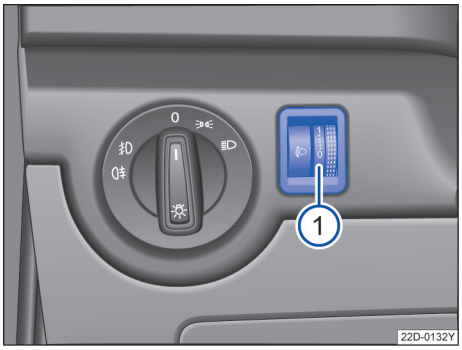

图 74 大灯照明距离调节的调节器
大灯照明距离调节→ 图 74 ① 根据设定值将大灯光束与汽车的负荷状态无级匹配。因此驾驶员具有最大可能的视野并且不会给对面的道路使用者造成眩目 → ⚠。
要调节时转动调节器→ 图 74①：
调节器→ 图 74①在带动态大灯照明距离调节的汽车上已取消。在打开大灯时，照明距离自动与汽车的负荷状态相匹配。